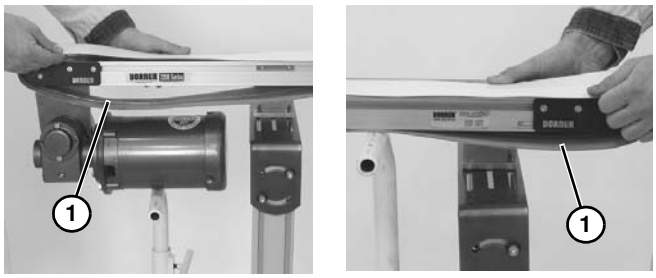

Figure 47
3. Installer la bande **(Figure 47, élément 1)** du convoyeur. Soulever légèrement le convoyeur pour éviter que la bande soit pincée sur les supports temporaires.